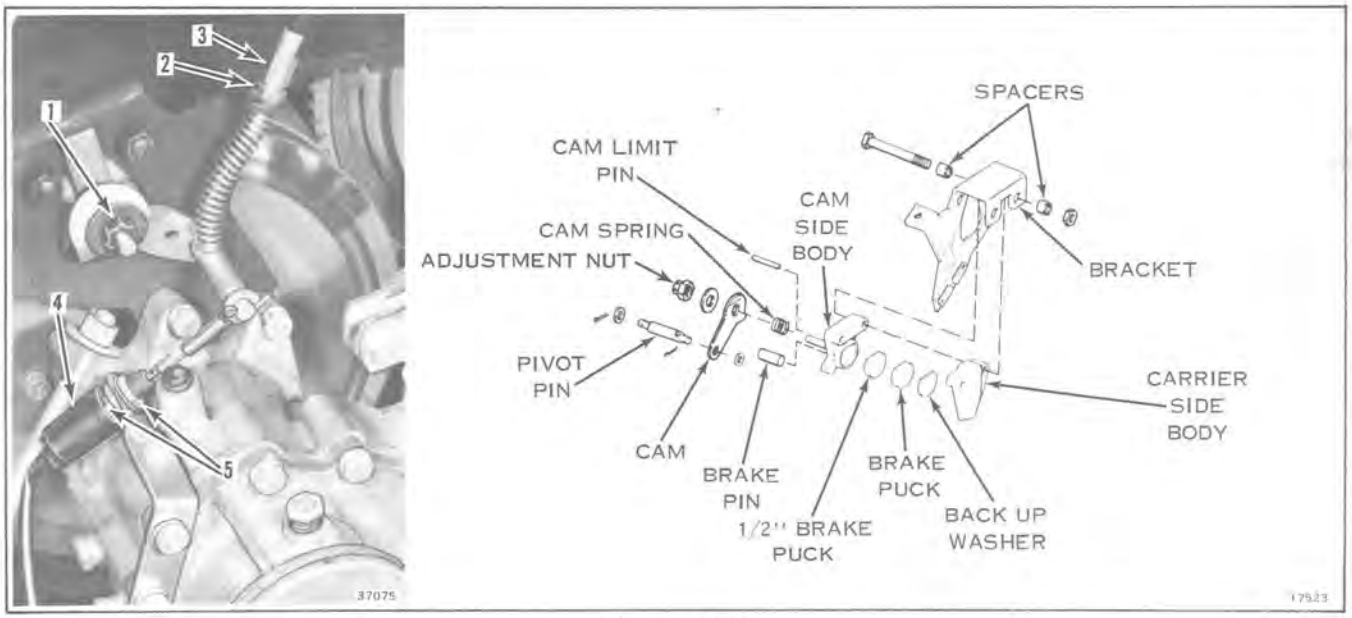

Figure 10-21
Brake adjustments can be made by turning the adjustment nut (Ref. 1) clockwise to tighten brake. Turn the nut until there is a slight drag on the brake, then back the nut off. See Figure 10-21.
Be certain there is proper movement of the brake lever control to permit use of the parking lock. Loosen control cable locknut (Ref. 2) and adjusting screw (Ref. 3) to obtain proper control lever movement. See Figure 10-21. Tighten locknut.
a. Loosen brake adjustment nut. See Figure 10-21.
a. Disassemble brake assembly as required, noting relative positions of components to assure correct reassembly (see Figure 10-21).
a. Reassemble the brake and bracket assembly. Locknuts (2) on screws retaining the puck bodies must be tight.
c. Assemble brake adjusting screw and nut to brake bracket. See Figure 10-21.